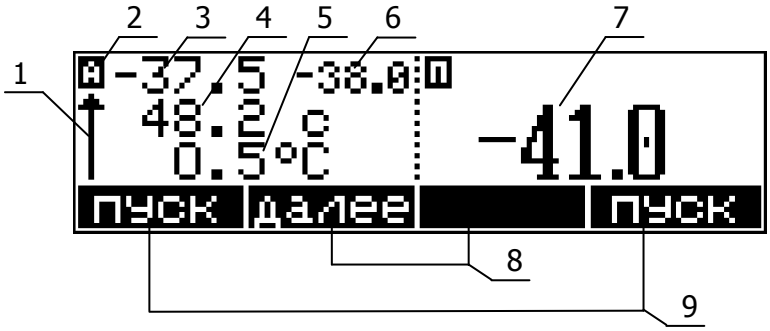

Рисунок 28 — Вид дисплея в режиме измерения
А -37.5 -38.0 48.2 с 0.5°С стоп далее	Ожидание нового цикла измерения (подхода температуры ячейки к очередной температурной точке). В полуавтоматическом и ручном режимах значение температурной точки (см. рис. 28) не отображается. Время заполнения и значение дельты — от предыдущего цикла измерения. Нажатие кнопки **СТОП** останавливает измерение. Нажатие кнопки **ДАЛЕЕ** выполняет принудительный переход к следующей фазе цикла — заполнение пипетки.
2.21.2 Для изменения значения температурной точки в работающем в автоматическом режиме канале(ах) выполнить (см. рисунок 28):